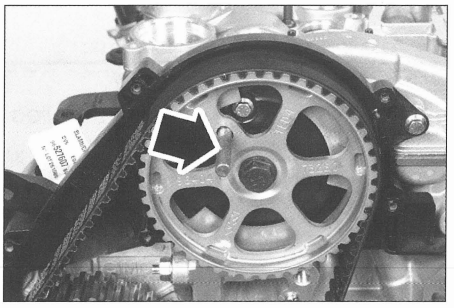
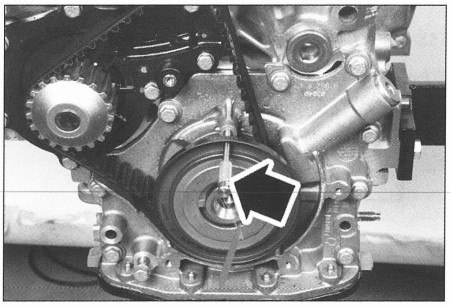

FIG. 9
FIG. 10
- Calar la rueda dentada de eje de levas con un útil apropiado o el útil Ford 303-735 ø 8 mm **(fig. 9).**
- Calar la rueda dentada de cigüeñal con un útil apropiado o el útil Ford 303-732 ø 5 mm **(fig. 10).**
• Desmontar los pasadores (fig. 9) y (fig. 10).
• Montar los pasadores (fig. 9) y (fig. 10).
• Desmontar los pasadores **(fig. 9)** y **(fig. 10).**